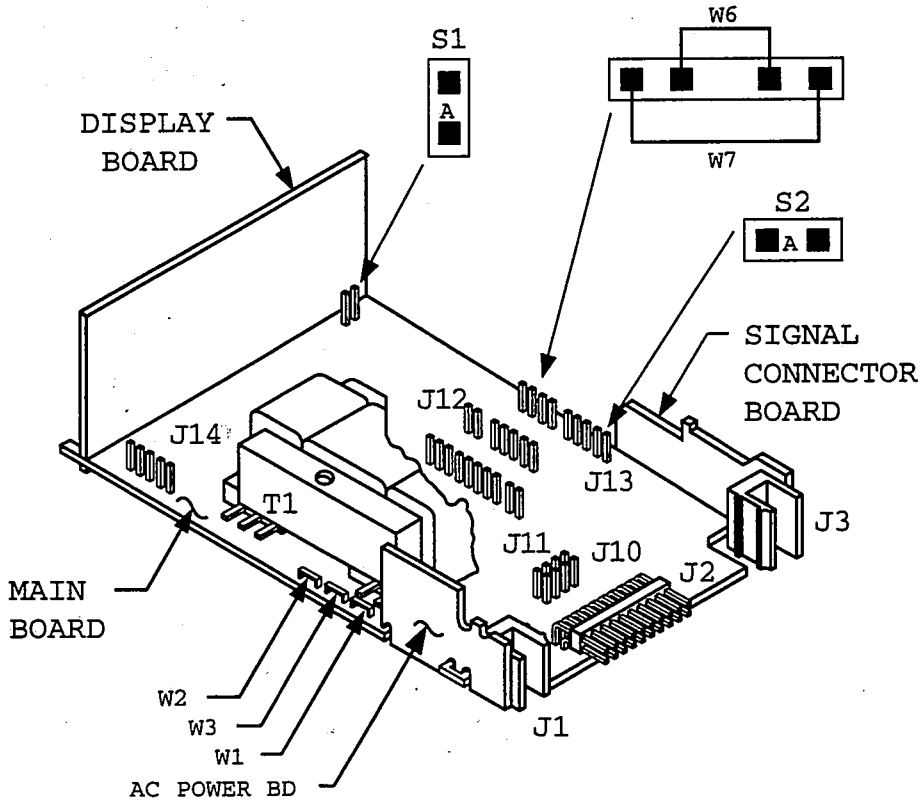
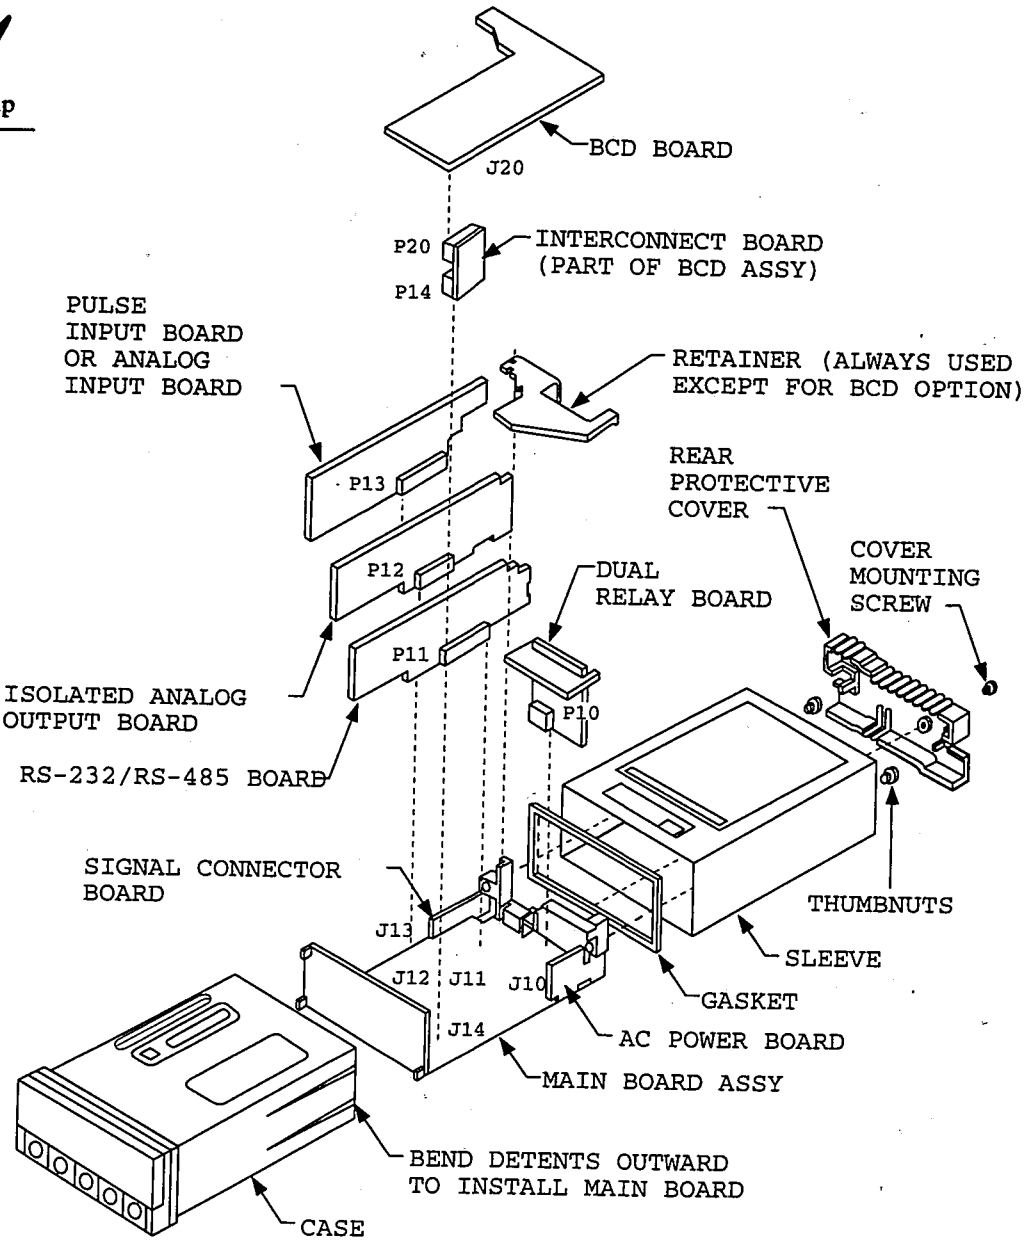

Figure 2-7. Main Board
Figure 2-8. Exploded View of Main and Optional Boards
Figure 2-7 shows the Main Board and Figure 2-8 shows an exploded view of the meter with the optional board locations. In Figure 2-7, the "front" of the board refers to the side with the Display Board; the back is the side with J1 and J2 connections. Refer to Figures 2-7 and 2-8 as you insert optional boards. All boards must be jumpered before insertion. See Section 2.3.2.
2. Insert the P20 connector of the Interconnect Board onto the J20 pins on the BCD Board. (See Figure 2-8.)